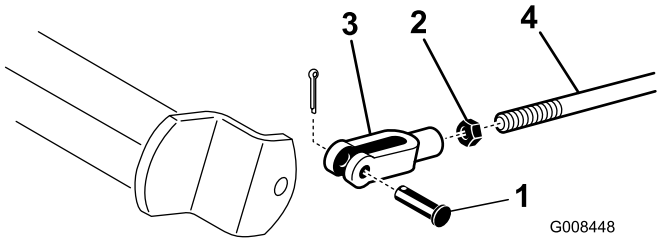

Figur 47
2. Hvis bremsene ikke låses likt, kobler du fra bremsestengene ved å fjerne splinten og splittpinnen (Figur 47).
3. Løsne låsemutteren, og juster sjakkelen (Figur 47).
4. Monter sjakkelen på bremseakselen (Figur 47).